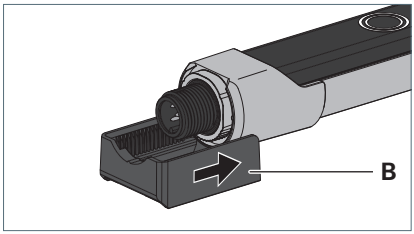

Fig. 4: Monter les supports.
- Placez le support **B** sur le cache latéral de façon à ce que l'ergot d'encliquetage du support soit situé dans la rainure du cache latéral et que le support s'enclenche dans le cache latéral, voir Fig. 4.